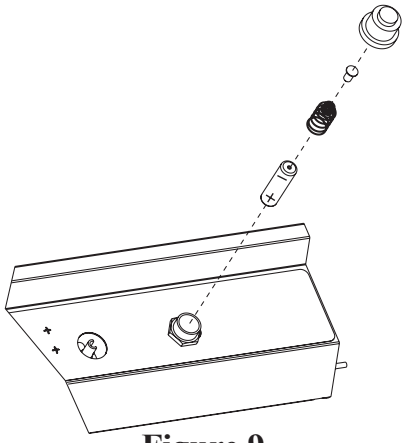

Figure 9
8. Re-attach the ignitor to the control panel , then tighten nut and insert AA battery, positive side down, and replace ignitor button. See Figure 9.